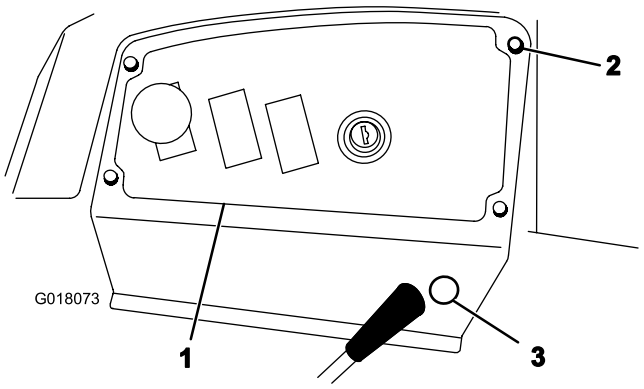

Figure 2
1. Remove the 4 thumbscrews securing the control-panel plate to the machine (Figure 2).
6. Remove the knock-out plug from the side of the control-panel plate (Figure 2).